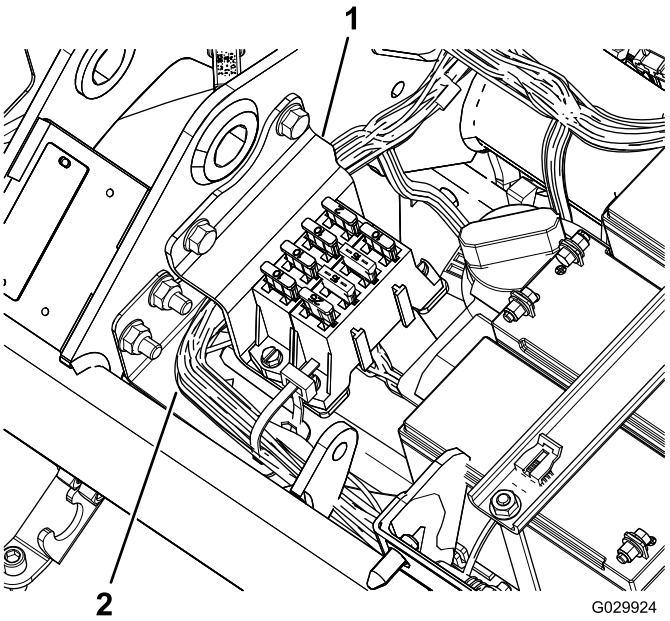

Figure 10
23. Posez le porte-fusibles (Figure 10).